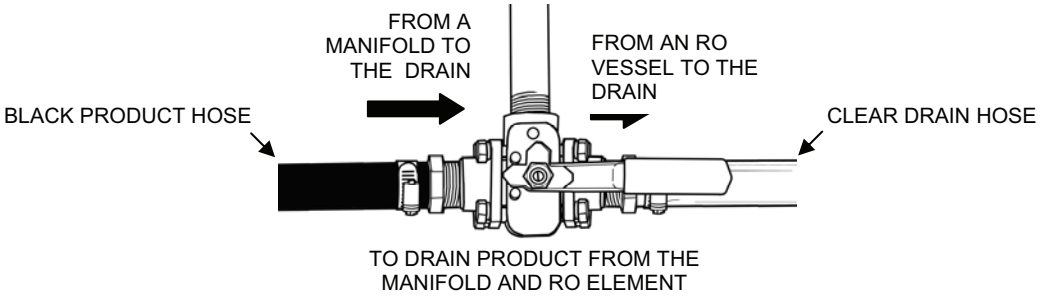

Figure 4. RO Product 3-Way Valve in the Drain Position.
4. Set the RO product 3-way valves V-501 through V-510 to the drain position (Figure 4).